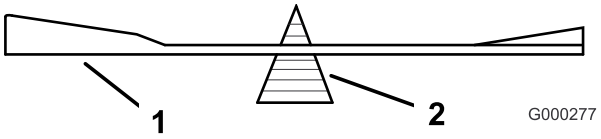
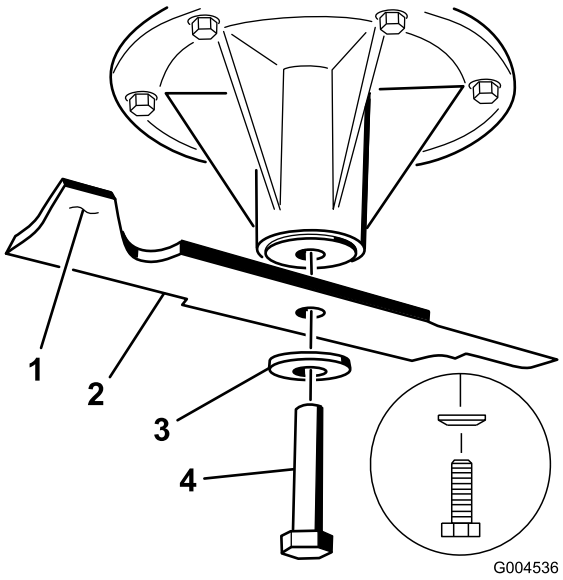
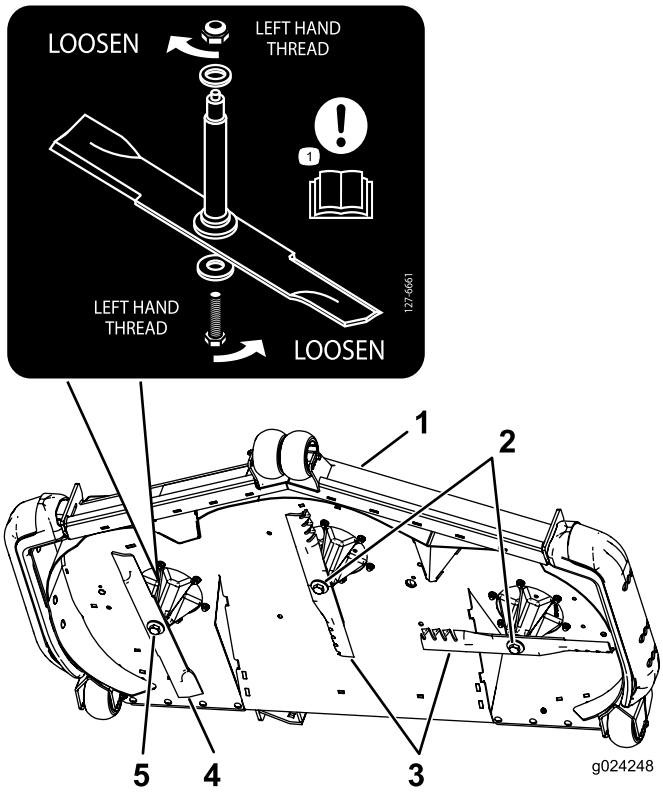

Figur 92
Figur 93
Figur 94
2. Sjekk knivens balanse ved å legge den på en balanseringsinnretning (Figur 92). Hvis kniven holder seg i horisontal stilling, har riktig balanse og kan brukes. Hvis kniven ikke er i balanse, files litt av metallet på enden av vingeområdet bort (Figur 93). Fortsett med dette helt til kniven er balansert.
Viktig: Den høyre kniven på denne klippeenheten roterer mot urviseren, og bruker en venstregjenget knivbolt. Bruk Figur 94 for riktig plassering av knivene til klippeenheten.
1. Monter de venstre og midtre knivene, bueskivene og knivboltene på spindelakslene (Figur 93 og Figur 94).
Merk: Påse at den buede skiven monteres med konusen mot bolthodet (Figur 93).
2. Monter den høyre kniven, bueskiven og knivbolten (venstregjenget bolt) på spindelakselen (Figur 93 og Figur 94).